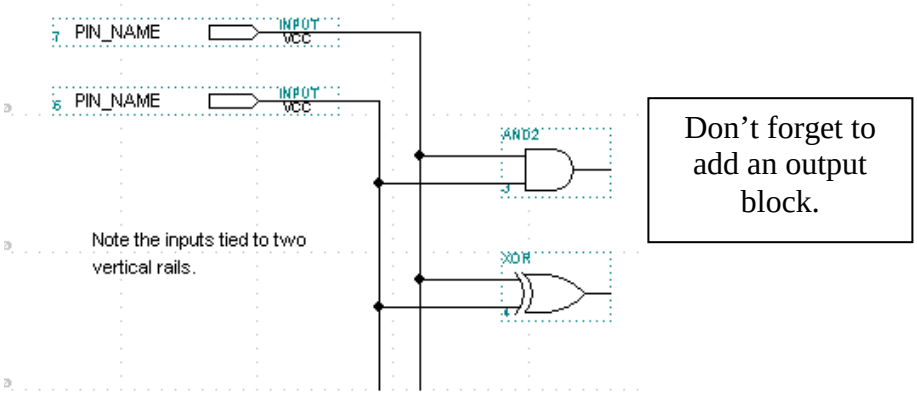

Figure 4
f. Connect the devices using the orthogonal node tool to implement the circuit. (Note: this is much easier to do if you take each input and tie it a vertical rail as shown below in Figure 4).